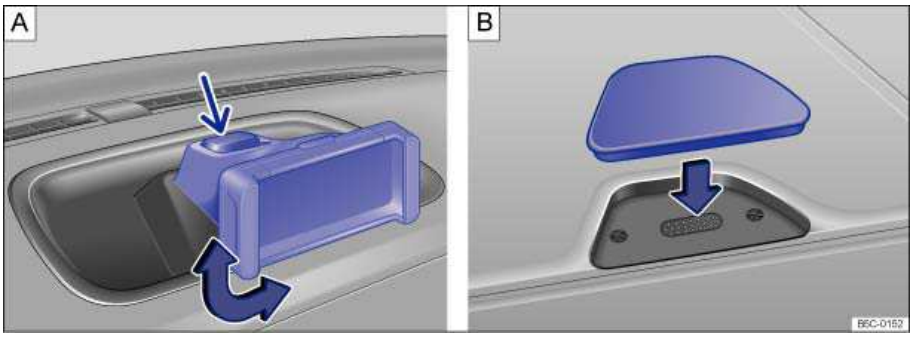

Fig. 148 On the center console. A: Removing the iPhone® holder, B: Installing the cover for the mount.
The iPhone® holder can be swiveled +/- 90° ⇒ fig. 148 **A** ⇒⚠, ⇒ⓘ.
- Pull the cover in the opposite direction of the arrow to remove it from the mount in the instrument panel ⇒ fig. 148 **B**.
- Hold the portable iPhone® holder securely with one hand and press the release button ⇒ fig. 148 **A** (small arrow).
- Press the cover in the direction of the arrow until it snaps into place ⇒ fig. 148 **B**, ⇒ ⓘ.